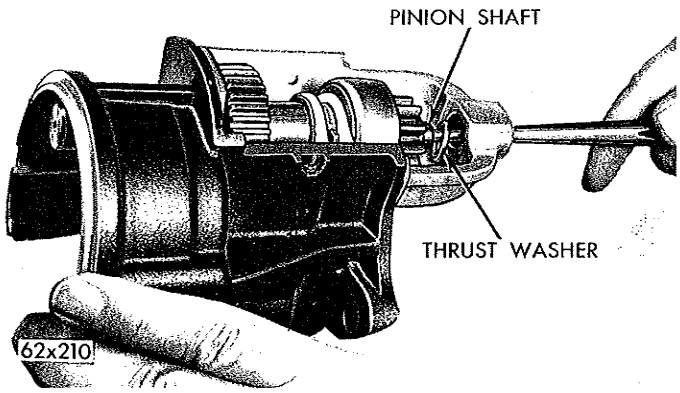
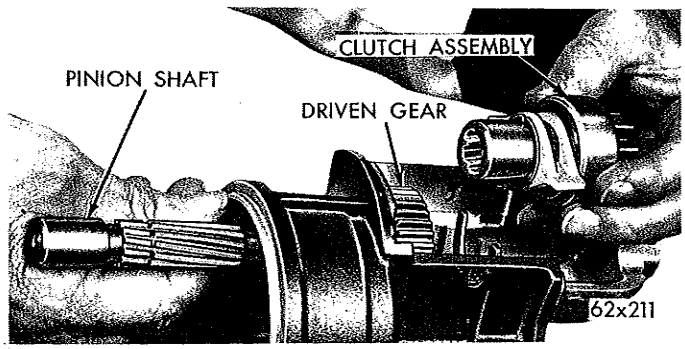
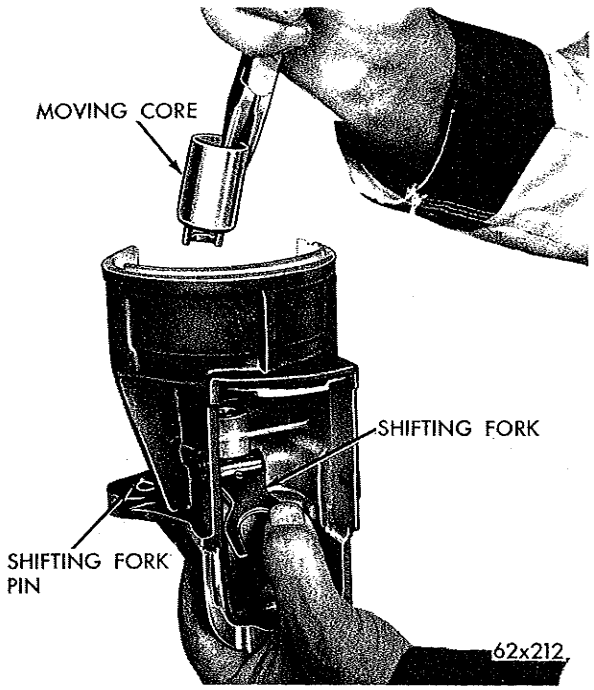
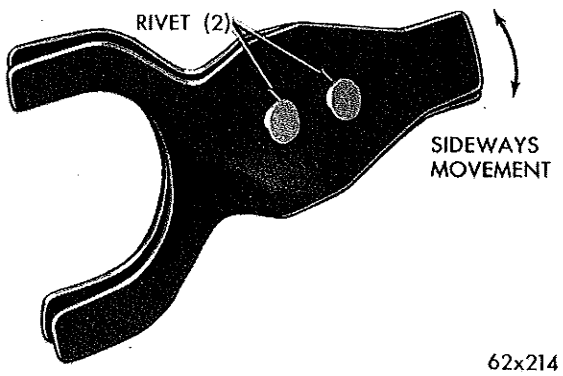

*Fig. 10—Removing Pinion Shaft*
*Fig. 11—Removing or Installing Clutch Assembly*
*Fig. 12—Removing or Installing Moving Core*
***Fig. 18—Shifter Fork Assembly***
(19) Push pinion shaft towards rear of housing (Fig. 10) and remove snap ring and thrust washers, clutch and pinion assembly, with the two shifter fork nylon actuators as an assembly (Fig. 11).
(20) Remove driven gear and friction washer.
(21) Pull shifting fork forward and remove solenoid moving core (Fig. 12).
**The shifter fork consists of two spring steel plates assembled with two rivets. There should be approximately 1/16 inch side movement as shown in Figure 18 to insure proper pinion gear engagement. Lubricate between the plates sparingly with SAE 10 engine oil.**
(1) Position shifter fork in drive housing and install shifting fork retainer pin. One tip of pin should be straight, other tip should be bent at a 15 degree angle away from the housing. The fork and retainer pin should operate freely after bending tip of pin.
(2) Install solenoid moving core and engage shifting fork. Refer to Figure 12.
(3) Enter pinion shaft into drive housing, and install friction washer and drive gear.
(4) Install clutch and pinion assembly, thrust washer, retaining ring and thrust washer. Refer to Figure 11.